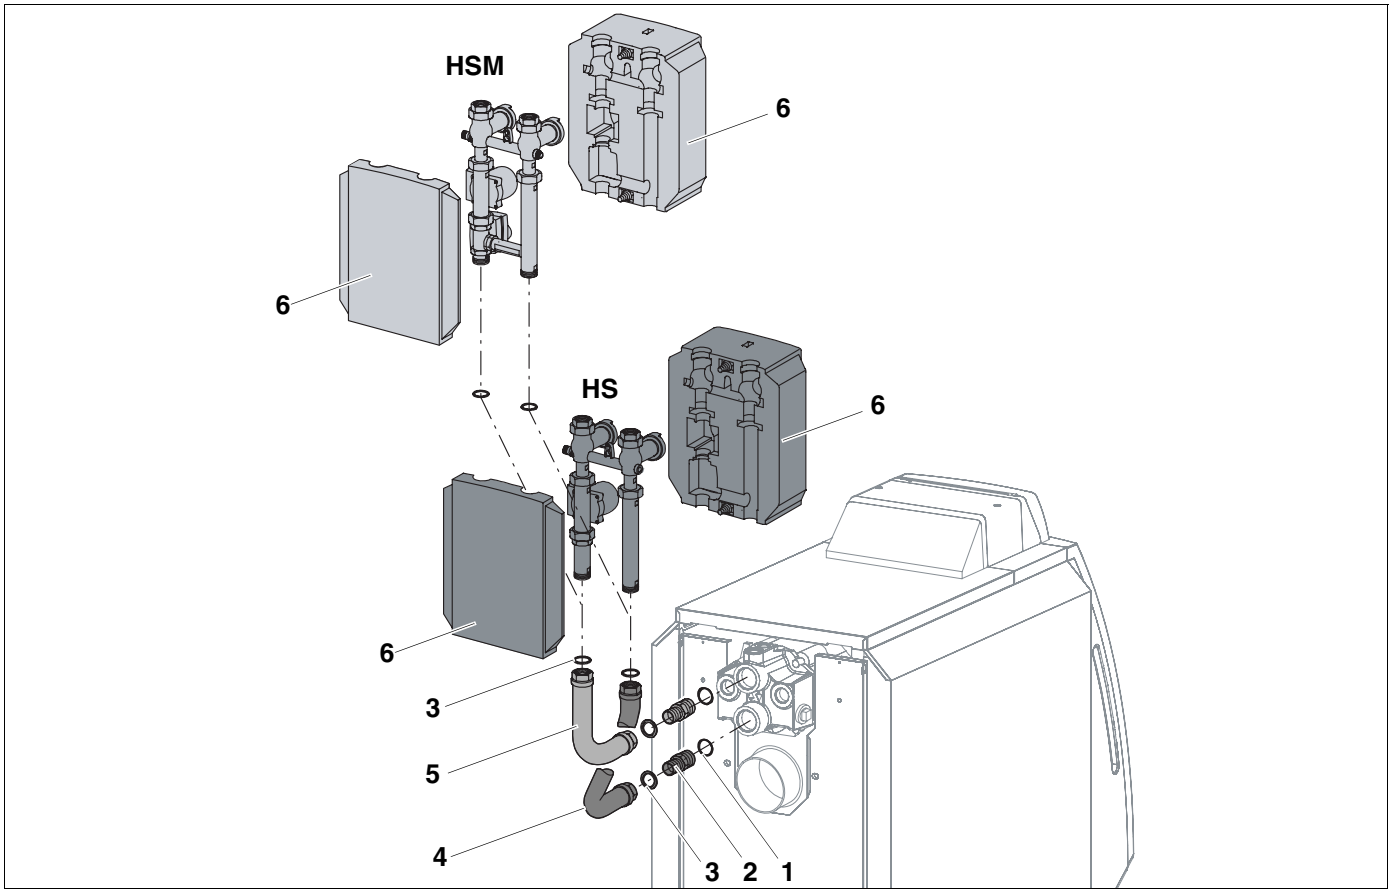

Fig. 4 Rear installation KAS 1
- Insert gaskets (**3**) in the upper fittings on the vertical pipe sections and screw HS or HSM Fig. 4 into KAS 1.